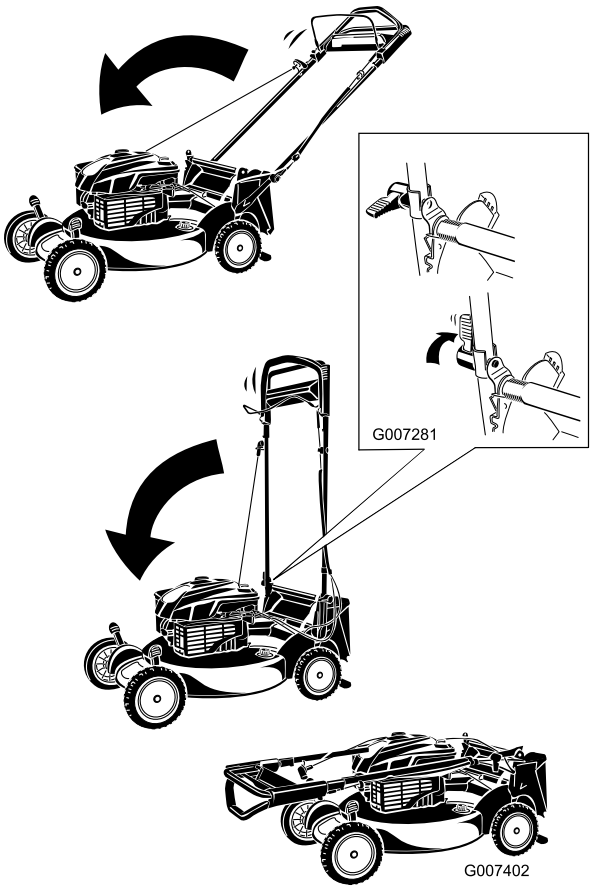

**Figuur 42**
1. Draai de handgreep naar voren (Figuur 42).